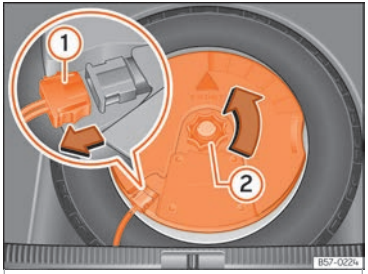

Fig. 311 En el maletero: desmontar el subwoofer.
- Desconecte el cable del altavoz *subwoofer* ››› **fig. 311** ①.
- Gire la ruedecilla de fijación en sentido contrario a las agujas del reloj ››› **fig. 311** ②.